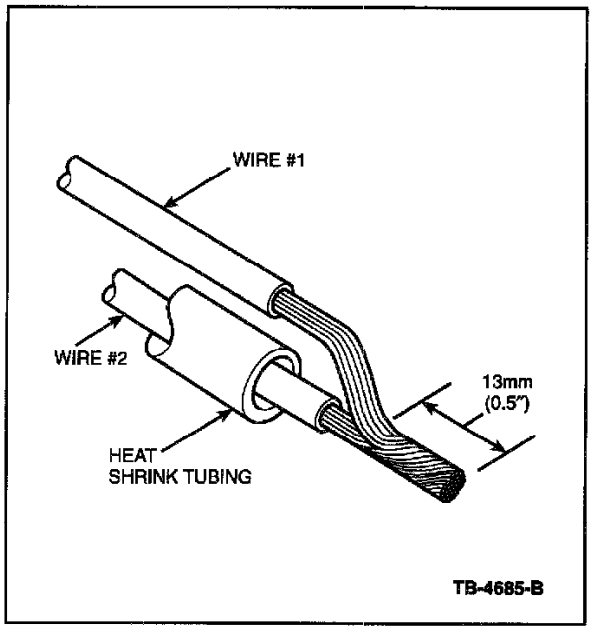

Figure 2
2. Twist and solder the wires (do not forget to install the heat shrink tubing first) (Figure 2). Use rosin core mildly activated (RMA) solder. DO NOT use acid core solder.